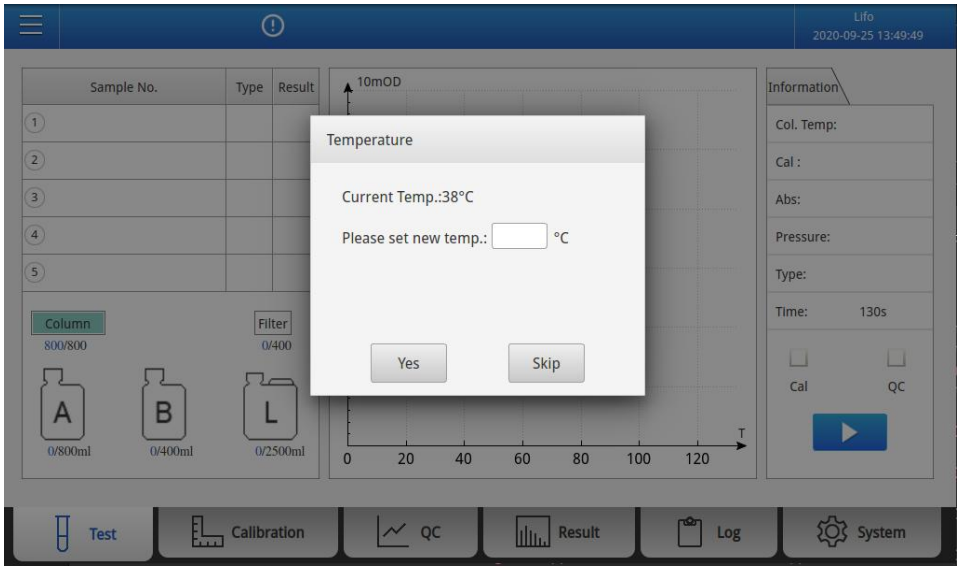

Fig. 5-8 Temperature setting interface
2)Click “**Replace**” button, input new serial number and click “**Yes**” button, it prompts “Column reset successfully”, then click “**Yes**” button.The **Fig. 5-8** is displayed.